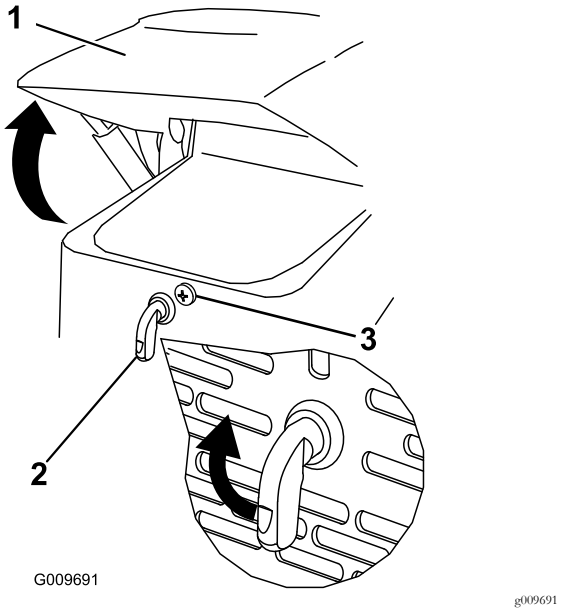

Figuur 30
1. Draai de vergrendelschroef van de motorkap los (Figuur 30)
2. Draai de motorhendel rechtsom (Figuur 30).
3. Klap de motorkap omhoog (Figuur 30).
3. Draai de vergrendelschroef van de motorkap vast om de hendel te vergrendelen (Figuur 30).